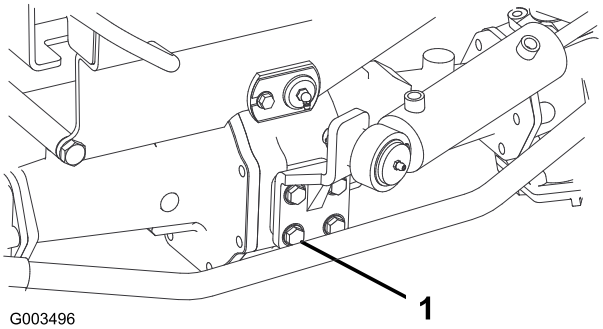

Figuur 55
2. Controleer de torsie van de bevestigingsbouten van de stuurcilinder (Figuur 55).